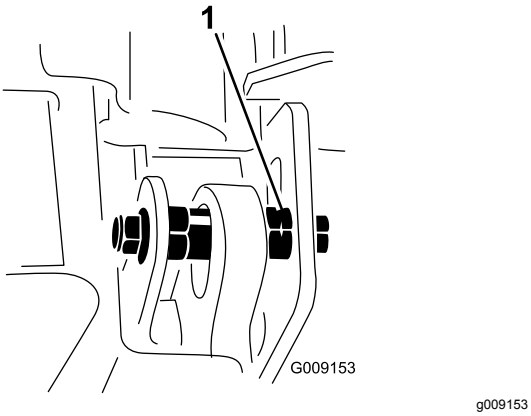

**Figur 8**
**Obs:** Det finns ett spår på den excentriska sexkantsbrickan som är 180° från den excentriska kamnäsan (Figur 8). Använd spåren som referens för kammarnas placering när du justerar excenterbrickorna.